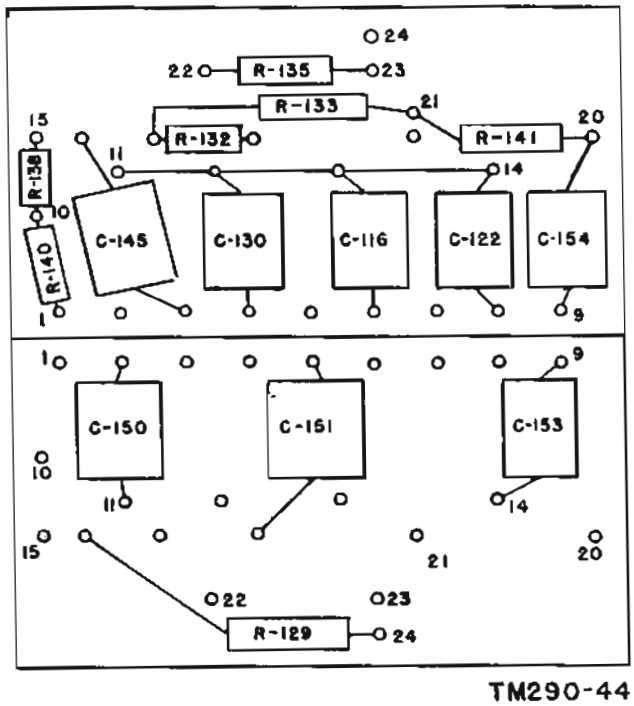

FIG. 50 - Schema della disposizione dei componenti sul quadretto terminali.
(10) Rimontare il porta-puleggia.
*k. Quadretto terminali.* Sul quadretto dei terminali, posto sul telaio FI (fig. 43), sono montati resistori e condensatori. La fig. 50 indica la posizione dei componenti sul quadretto. Tali componenti, montati sul quadretto dalla parte verso l'esterno del complesso pannello-telaio, possono essere sostituiti senza rimuovere il quadretto. Per accedere ai componenti montati dalla parte verso il telaio, togliere le due